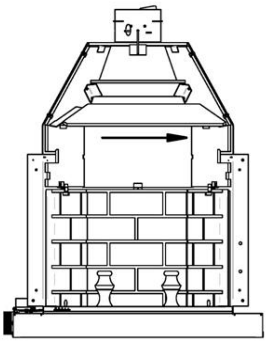

**Figure 40.1**
1. Pour enlever le premier coupe-feu supérieur, déplacez la pièce vers la gauche et elle se détachera de son support. **Figure 40.1**